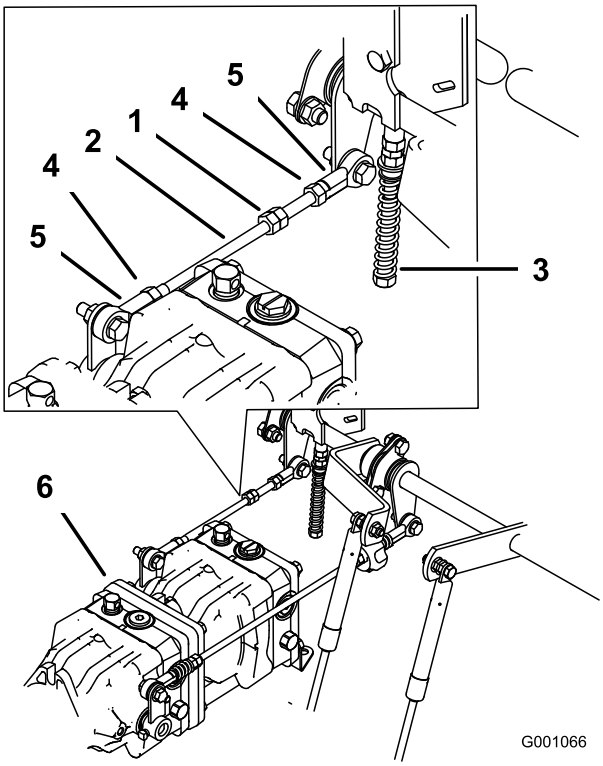

Rysunek 79
1. Odkręć przeciwnakrętki przegubów kulowych na żerdzi sterującej pompy (Rysunek 79).
3. Wyreguluj długość żerdzi pompowej, obracając podwójne nakrętki na żerdzi w odpowiednim kierunku, aż koło będzie nieruchome lub będzie lekko pełzać podczas jazdy do tyłu (Rysunek 79).
6. Dokręć przeciwnakrętki na przegubach kulowych (Rysunek 79).